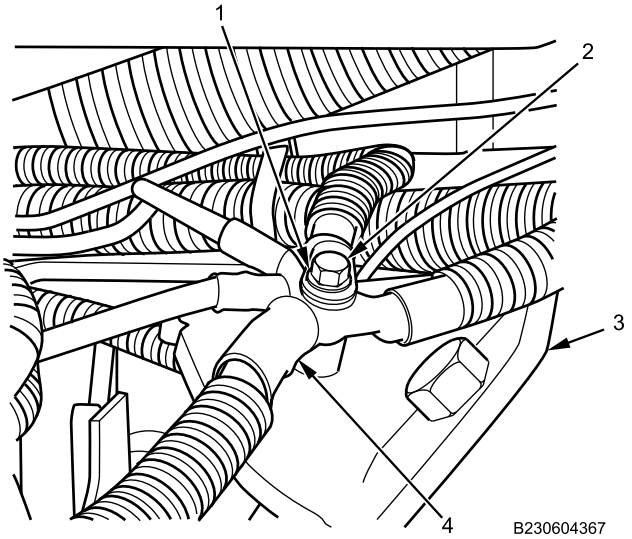

Figure 2. Battery Body Ground Cable Installation.
1. Apply dielectric grease to all battery cable ends (Figure 2, Item 4).
2. Install battery cable (Figure 2, Item 4) on inner wheel deflector bracket (Figure 2, Item 3) with flat washer (Figure 2, Item 1) and bolt (Figure 2, Item 2). Tighten bolt securely.